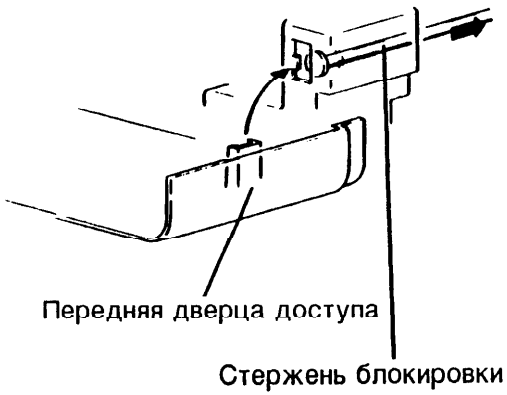

Рис. 1. Закрывание передней дверцы
1. (Рис. 1): когда передняя крышка для доступа закрыта, выступ на крышке нажимает на стержень блокировки, задействуя кулачок выключателя.